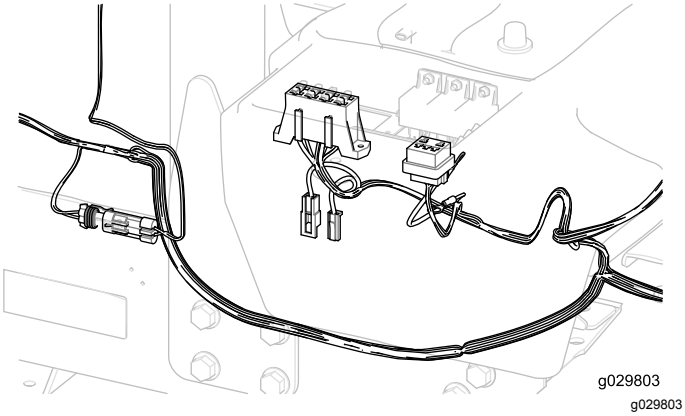

Figure 24
2. From under the right side of the traction unit, route the fuse-block section of the wire harness up to and into the opening in the fuse compartment (Figure 24).